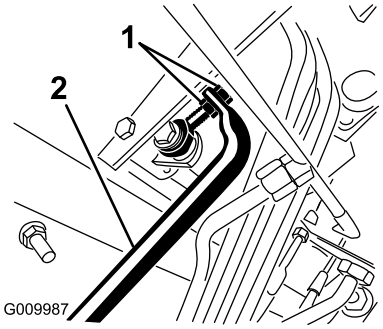

Figur 109
5. Justera kontramuttrarna på pumpstavsänden för att flytta pumpkontrollröret framåt för att eliminera krypning framåt, eller bakåt för att eliminera krypning bakåt (Figur 109).